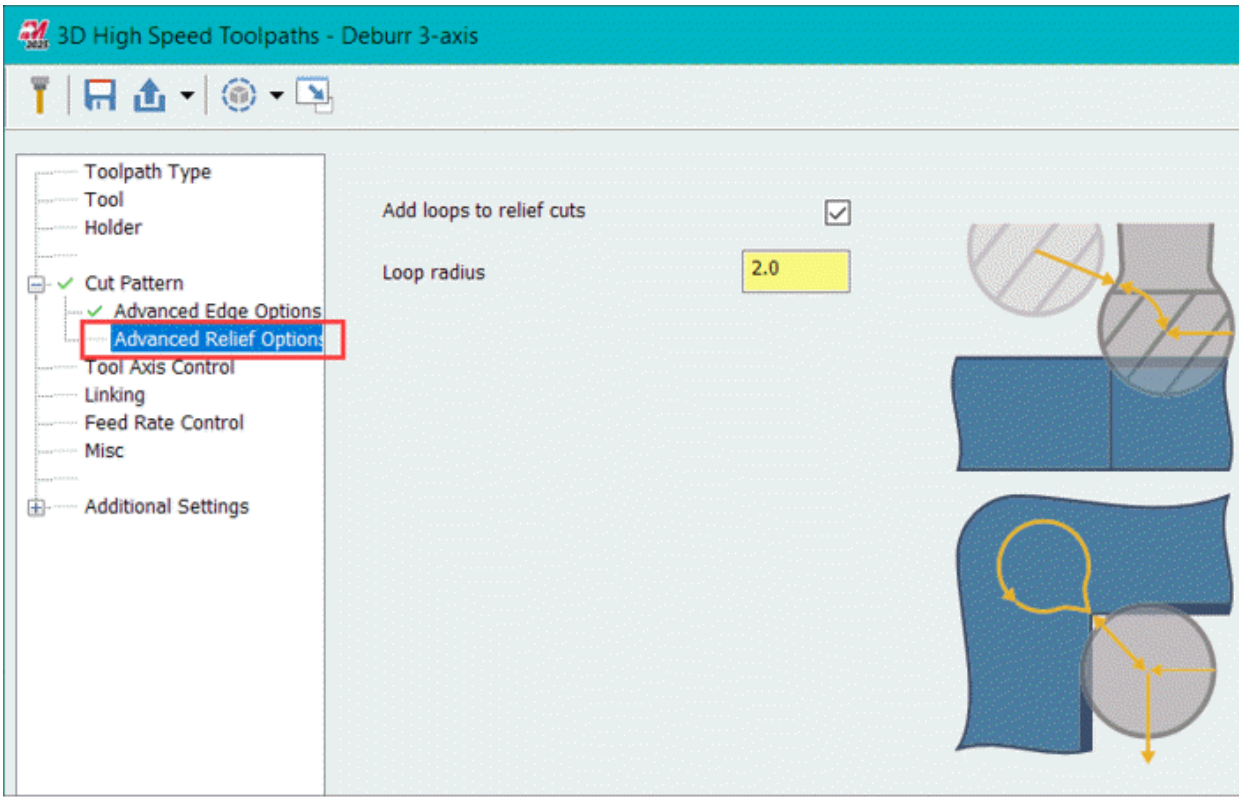

Figure-75. Advanced Relief Options
- If **Relief** option selected in the **Inner corners** drop-down of **Cut Patterns** page in the dialog box then **Advanced Relief Options** node will be displayed at the left in the dialog box. Select the **Advanced Relief Options** node from left area. The options will be displayed as shown in Figure-75.